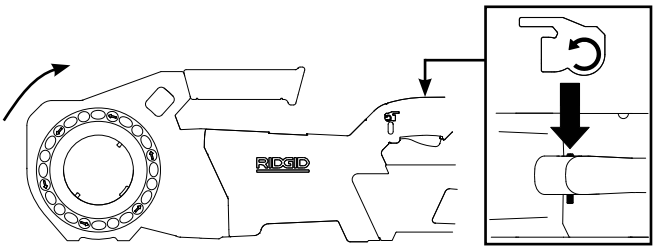

图 5A - 正转（顺时针）开关位置
- 将正转/反转滑动开关移动到正转位置。按下并释放开启/关闭开关。确认动力驱动器朝正确的方向旋转*（见图 5A）*，且在释放开关时停止。